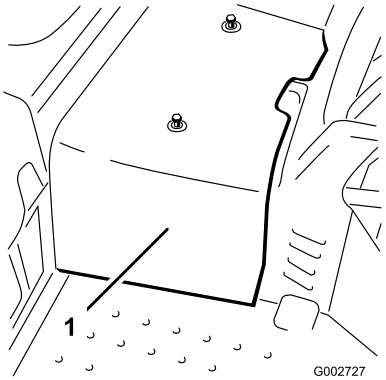

Figur 39
2. Ta bort de två skruvarna som fäster mittskyddet vid maskinen och ta bort skyddet (Figur 39).